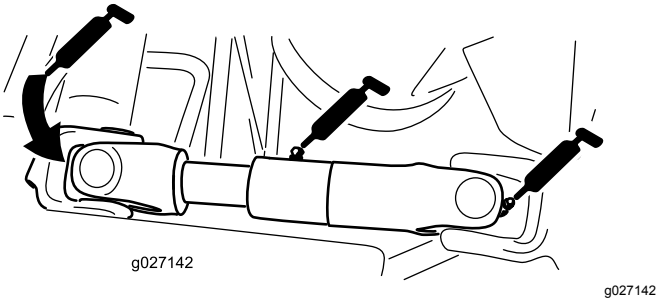

Figur 44
- Pumpens drivaxel, U-led (3) (Figur 44)